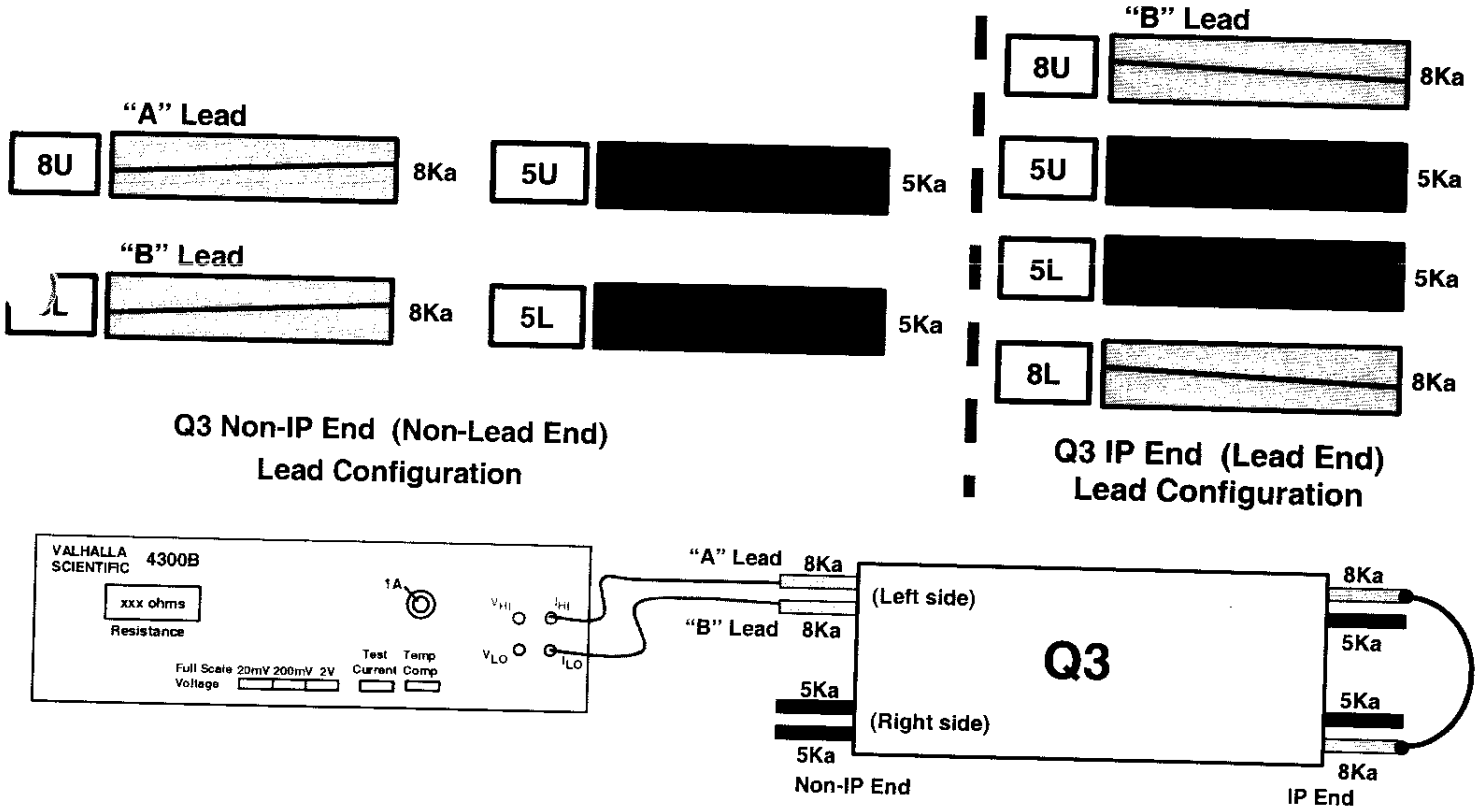

**Figure 16.1-A**
6. Connect $I_{HI}$ to "A" Lead as shown in figure 16.1-A.
7. Connect $I_{LO}$ to "B" Lead as shown in figure 16.1-A.
11. At the IP End, jumper the 8Ka leads as shown in Figure 16.1-A.